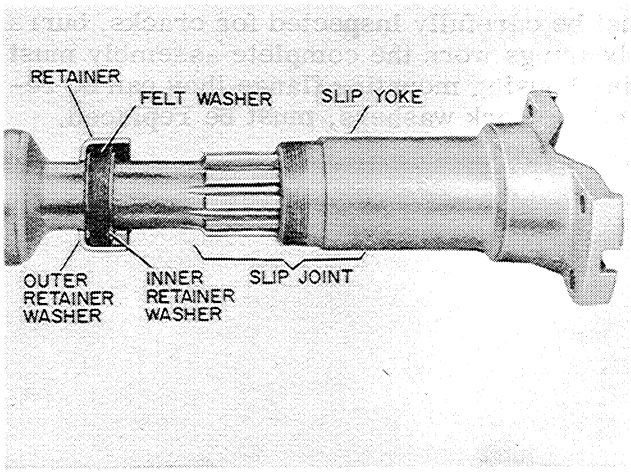

Figure T-89
2. Apply a liberal amount of lubricating grease to the splines then slide the two halves together and install the washers and retainer onto the slip yoke in the order shown in Figure T-89.